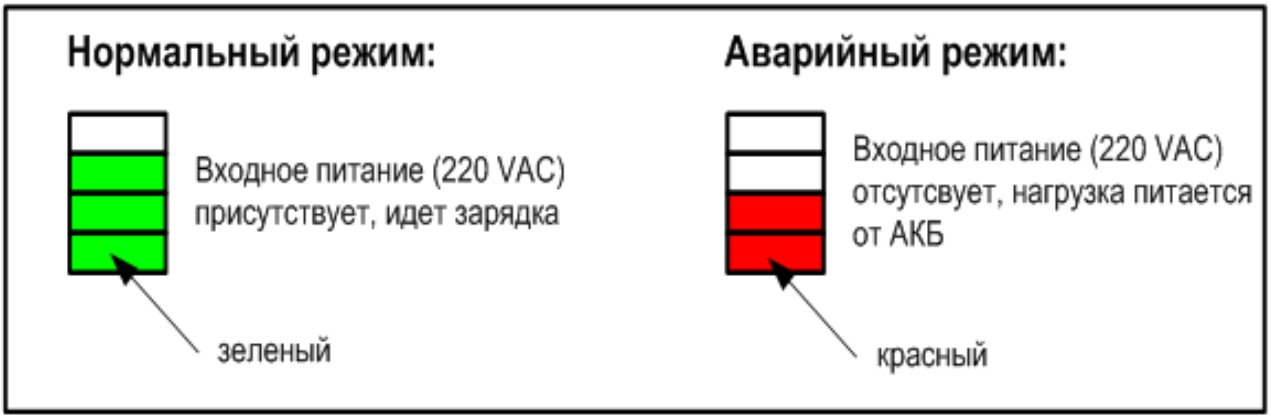

Рисунок 3 – Цветовые состояния сегментов индикации ББП
– при работе от первичной сети ББП обеспечивает автоматический заряд встроенной АКБ, при этом уровень заряженности АКБ отображается на встроенном четырехсегментном светодиодном индикаторе, см. рисунок 3;
Встроенный четырехсегментный светодиодный индикатор расположен на верхней крышке изделия. Количество светящихся сегментов на индикаторе, показывает уровень заряда АКБ см. рисунок 3 и таблицу 5.